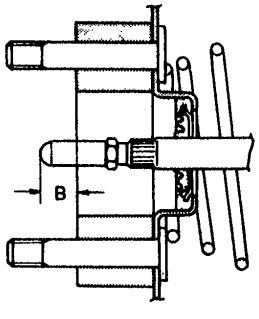

Fig. BR-53 Length at "B"
4. After assembly, adjust length of push rod to less than specified value indicated in Figure BR-53. Length adjustment of push rod is made at the tip of push rod.